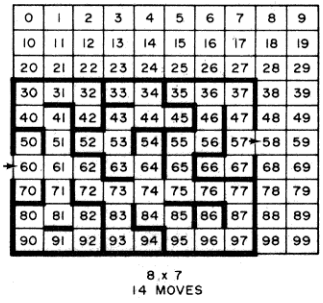
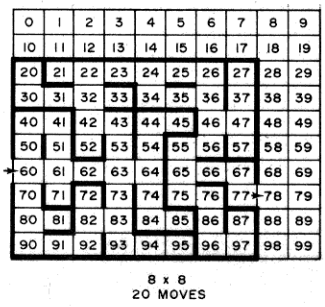

Fig. 3.
Fig. 4.
The program statements 930-980 in Listing 1 construct the 8 × 7 maze of Fig. 3 with the entrance at location 60 and the exit at location 57. Other mazes shown in Figs. 4 through 8 are constructed by statements 990-1270. Note that all mazes must be entered from the left and exited on the right side because the initial direction (D) is equal to 2 in line 200.
In each of the last four digits, a one represents a wall and a zero represents a hall (no wall). The second, third, fourth and fifth digits correspond to the north, east, south and west sides. For example, the shape of block 60 in Fig. 3 is designated by 10000, and block 65 is designated by 10101.
struct. Lines 990-1040 and 1050-1100 in Table 1 correspond to the mazes of Figs. 4 and 5. After you have created a number of mazes, video prompts let you choose one of six to replay and run.